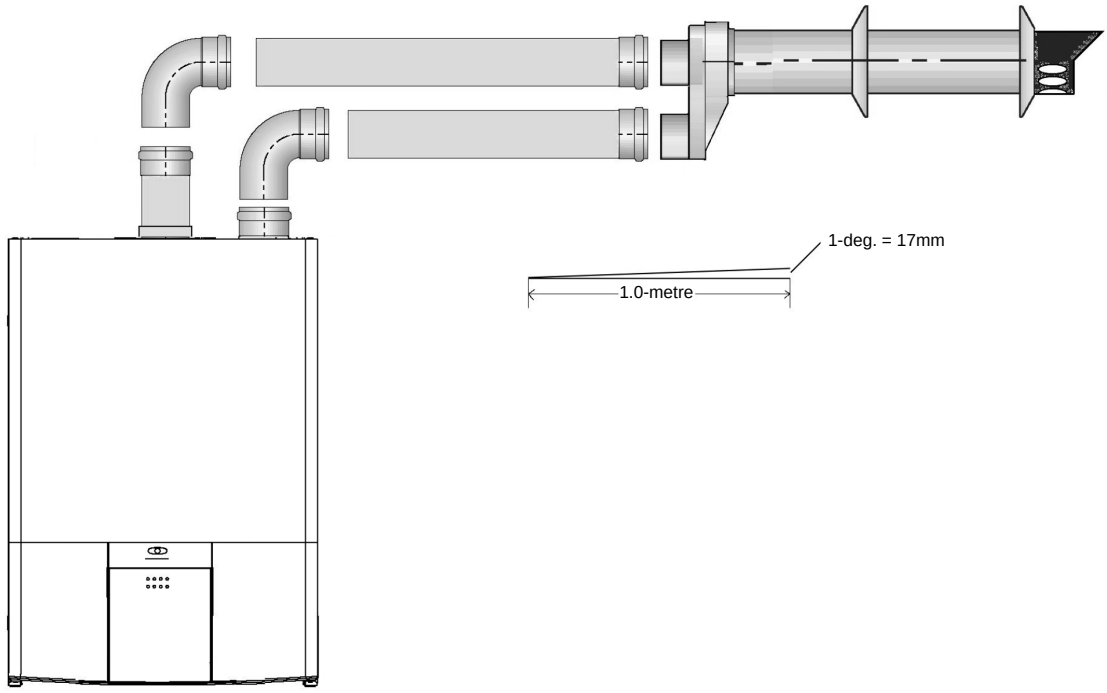

Fig. 12
**4.5.3.2 HORIZONTAL TERMINATION (see fig. 12)**